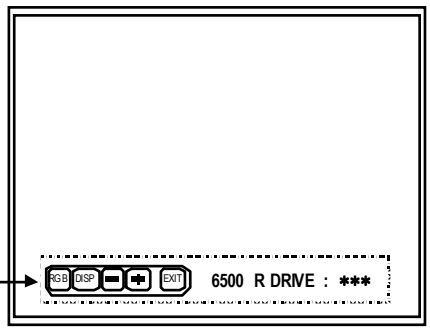

Fig.11
①In the WHITE BALANCE menu screen, press the **CONTRAST/BRIGHT** key to enter to the 6500 DRIVE adjustment mode (Fig. 11). In this case, press the **VOLUME/SELECT (-)** key, enter to 9300 DRIVE mode.
②Whenever press the **CHROMA/PHASE** key, change the "R DRIVE" or "B DRIVE" adjustment mode.
③**CONTRAST/ BRIGHT** key is the switch of the screen display. If necessary, you can shut off the display. Carefully, values of adjustment items are changed while shut off the screen display.